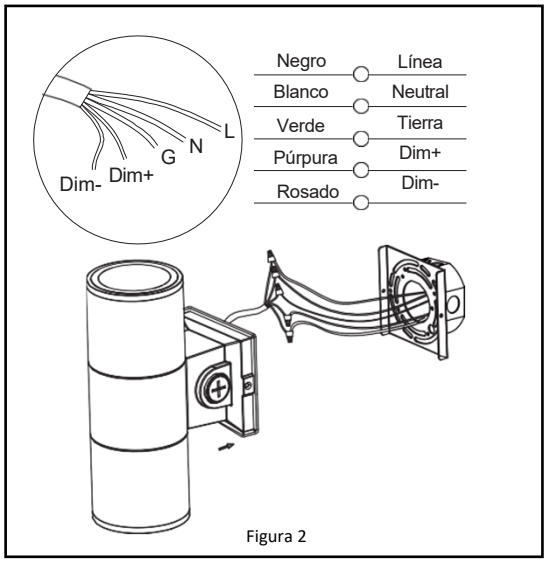

Figura 2
3. Realice las conexiones de cableado de acuerdo con la ***Figura 2.***